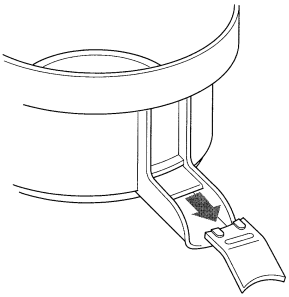

Рис.2
- Подставьте мензурку (12) (или любую другую емкость по Вашему выбору) под носик (7). Носик имеет крышку - брызговик, которую можно снять (см. рис. 2).
- Извлеките шнур питания из кармана (8) и вставьте вилку в розетку электросети.